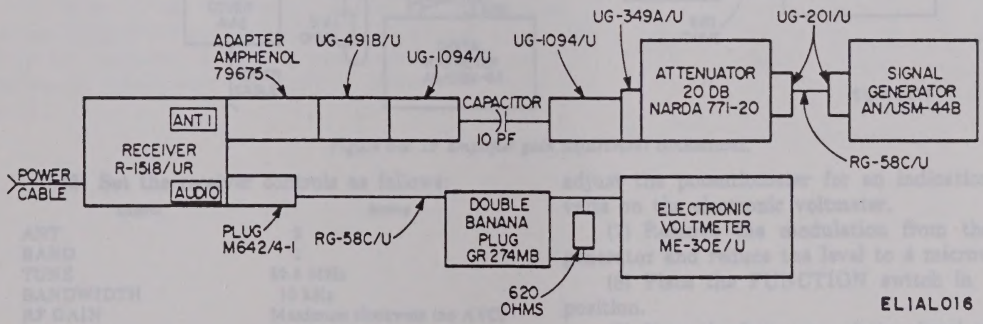

Figure 6-8. AM whip sensitivity test connections.
(1) Perform *a*(1) above.
(2) Connect the test equipment as shown in figure 6-8.